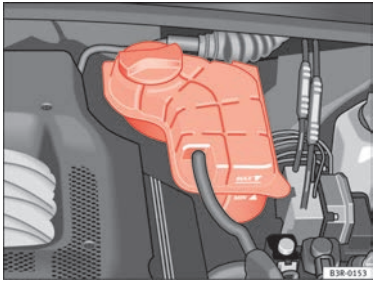

Fig. 179 Engine compartment: Coolant fluid deposit
– Check the coolant level on coolant fluid expansion tank ⇒ fig. 179. When the engine is cold, it should be between the “min” and “max” marks. When the engine is hot, it may be slightly above the “max” mark.
– Cover the cap on the expansion tank ⇒ fig. 179 with a cloth, and **carefully** unscrew the cap anti-clockwise ⇒ ⚠.